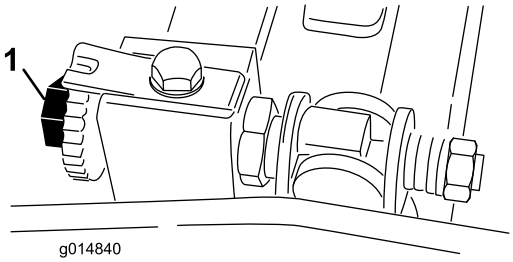

Figur 45
3. Rotera cylindern så att ett knivblad korsar underknivens egg mellan underknivens första och andra skruvhuvud på högra sidan av klippenheten (Figur 45).
6. Vrid den högra underknivsstångens justerskruv tills du känner ett lätt tryck (dvs. motstånd) i mellanlägget genom att dra det från sida till sida (Figur 45).